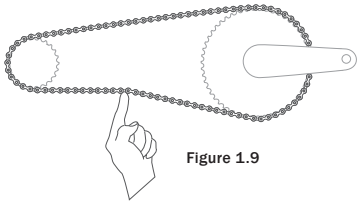

Figure 1.9
• Frein à rétropédalage : La plage de mouvement vertical admissible au milieu de la chaîne est comprise entre 6 et 12 mm (Figure 1.9).